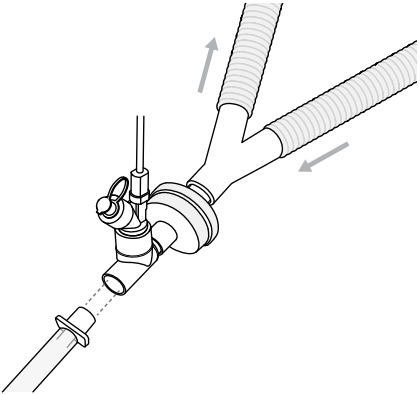

Figura 9. Il sistema Aerogen Solo è collocato tra il dispositivo HME e il tubo endotracheale.
4. In questa configurazione deve essere utilizzato soltanto un HME approvato per l'uso con un nebulizzatore (Figura 9). Seguire le istruzioni del produttore del dispositivo HME sull'uso con un nebulizzatore. Assicurarsi che il volume totale combinato di nebulizzatore ed elemento a T con o senza un HME sia adatto al volume corrente fornito. Non utilizzare un nebulizzatore tra il raccordo a Y e il paziente neonato. Fare riferimento alle controindicazioni a pagina 101.